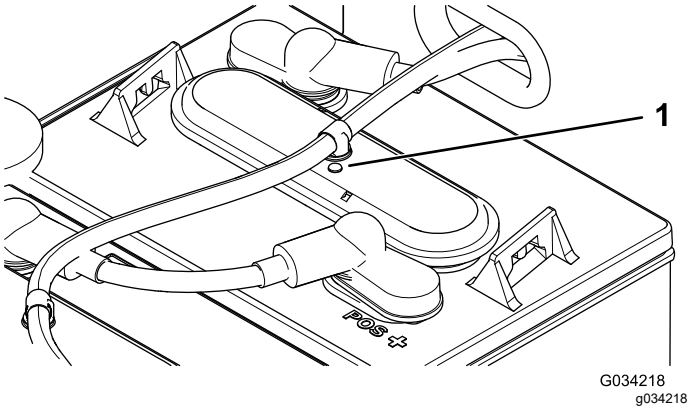

Figur 39
3. Kontrollera batteriernas hål för att se om de är svarta eller vita (Figur 39).